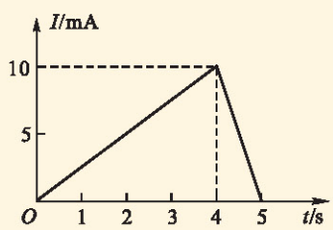

图 1-6-8
3. 在自感系数为 100 mH 的线圈中，通入如图 1-6-8 中所示规律变化的电流，求在每个变化阶段线圈中自感电动势的大小，并说明前 4 s 和第 5 s 内电动势的方向有何关系.